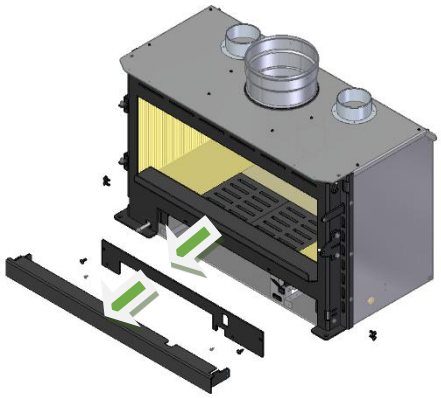

Figura 43 – Remoção da pala inferior e da tampa inferior
a. Remova a pala inferior, desapertando os parafusos laterais e retire depois a tampa inferior frontal desapertando também os parafusos, ver Figura 43.